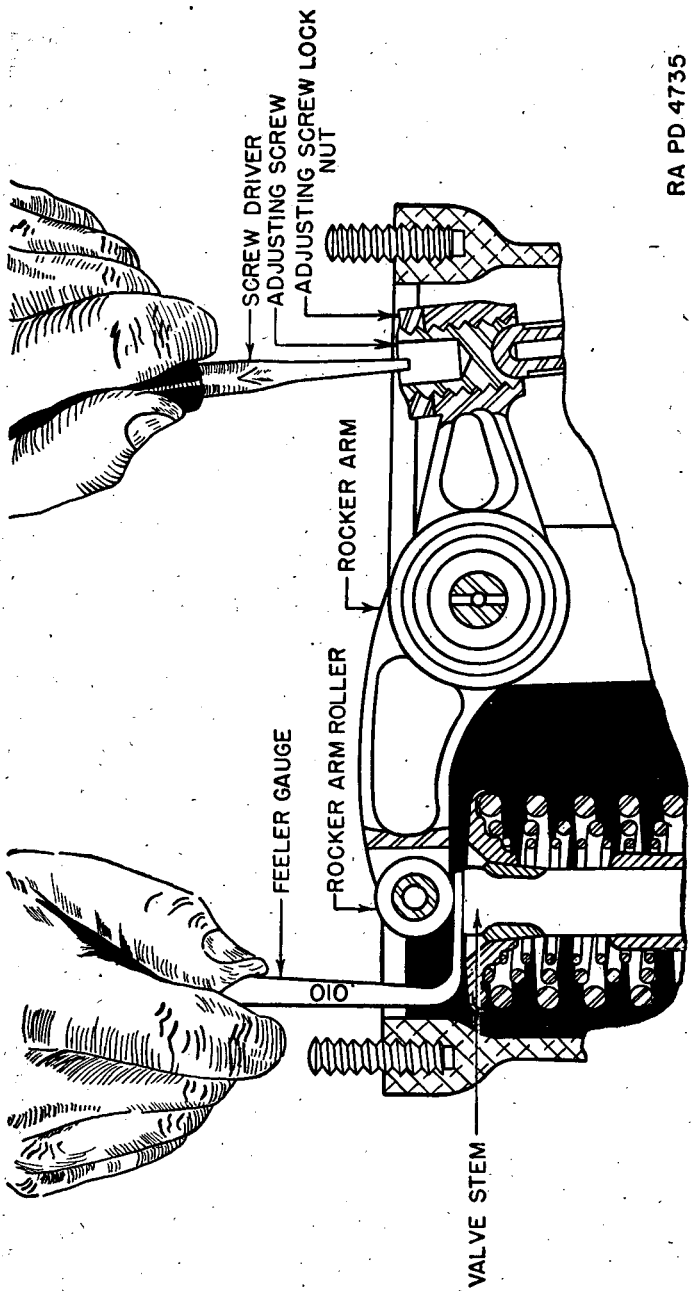

FIGURE 33.—Adjusting valve clearance, Continental engine.
(3) *Valve adjustment* (fig. 33) (engine out of vehicle).—(*a*) Remove front set of spark plugs to facilitate turning crankshaft.
(*e*) Loosen adjusting screw lock nut (fig. 33).